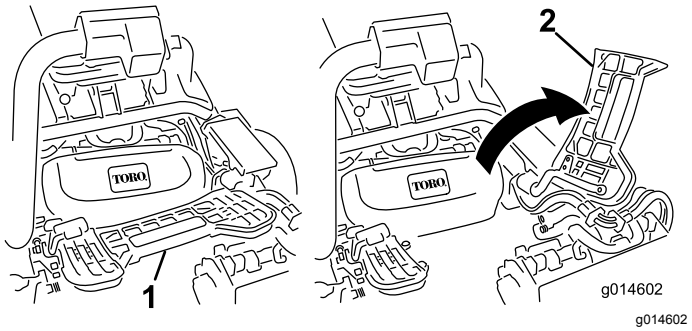

Rysunek 35
2. Unieś podnóżek i odchyl go do pozycji otwartej w celu uzyskania dostępu do centralnego zespołu tnącego (Rysunek 35).